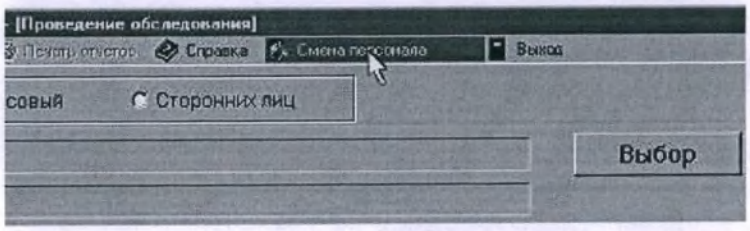

Рисунок 8.19
2.4.13.1 Если в течение одного рабочего дня происходит смена медицинского работника, проводящего обследования, выберите «Смена персонала» (рисунок 8.19) в верхней части окна программы. После этого зарегистрируйте фамилию нового медицинского работника, проводящего обследования (п. 2.4.1 «Регистрация медицинского работника в программе АСПО»).